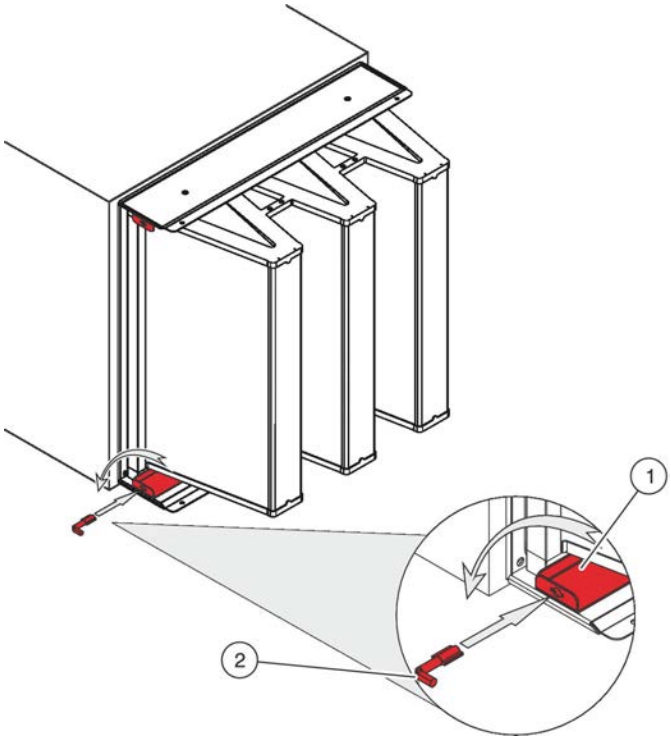

Fig. 58: Introduction de la clé spéciale
3. Insérer la clé spéciale (Voir la Fig. 58/2) dans le renfoncement de chaque rail de fixation (Voir la Fig. 58/1) et la tourner à 90° dans le contraire des aiguilles d'une montre.